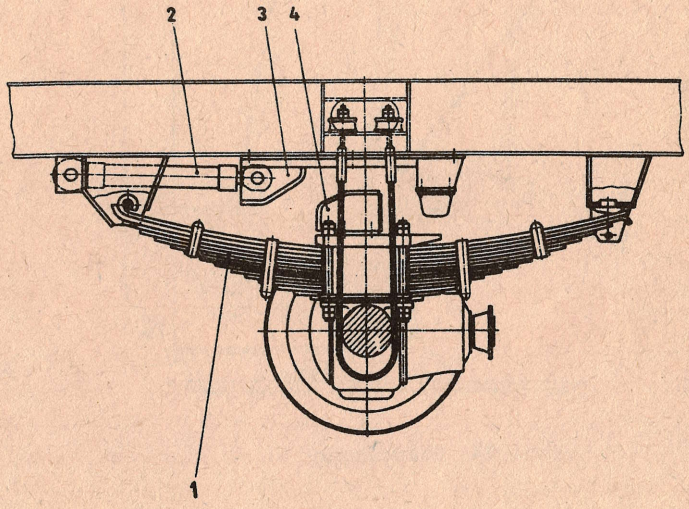

Abb. 23. Achsverriegelung
6.2.4. Achsverriegelung (Abb. 23)